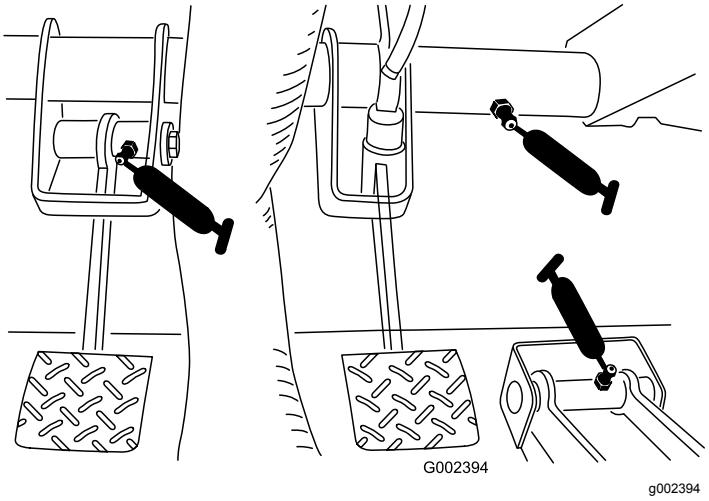

Figur 31
- **Clutch (1)**. Se Figur 31
- **Gass (1)**. Se Figur 31
- **Bremse (1)**. Se Figur 31